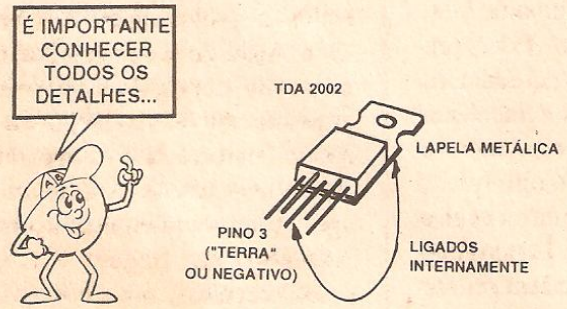

FIG. 1
- **FIG. 1** - A "COINCIDÊNCIA" ELÉTRICA ENTRE A "LAPELA" METÁLICA E UM DOS PINOS DO INTEGRADO TDA2002 - No **TDA2002**, Integrado de Potência para Amplificação de Áudio já citado na presente "Aula" do ABC, a aba metálica externa faz contato com o pino central (ou o 3º, contando-se a partir da esquerda, visto o componente pela frente...). Conforme já foi citado, tal pino corresponde à conexão do **negativo** da alimentação geral (quase sempre o referencial de "terra" para o circuito aplicativo...). Assim, não esquecer: a "lapela" do TDA2002 **não pode** fazer contato com nenhuma parte do circuito aplicativo que **não esteja** sob potencial de "terra" ou **negativo** (se isso ocorrer, a "fumaça" será inevitável...).